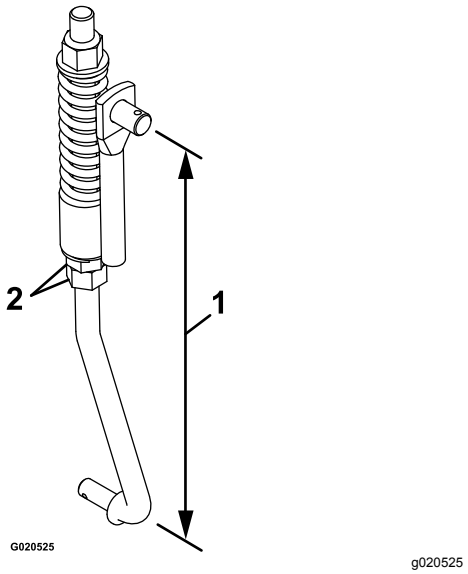

Figura 56
8. O comprimento da ligação é ajustado com as duas porcas na parte inferior do conjunto da mola vertical (Figura 56).